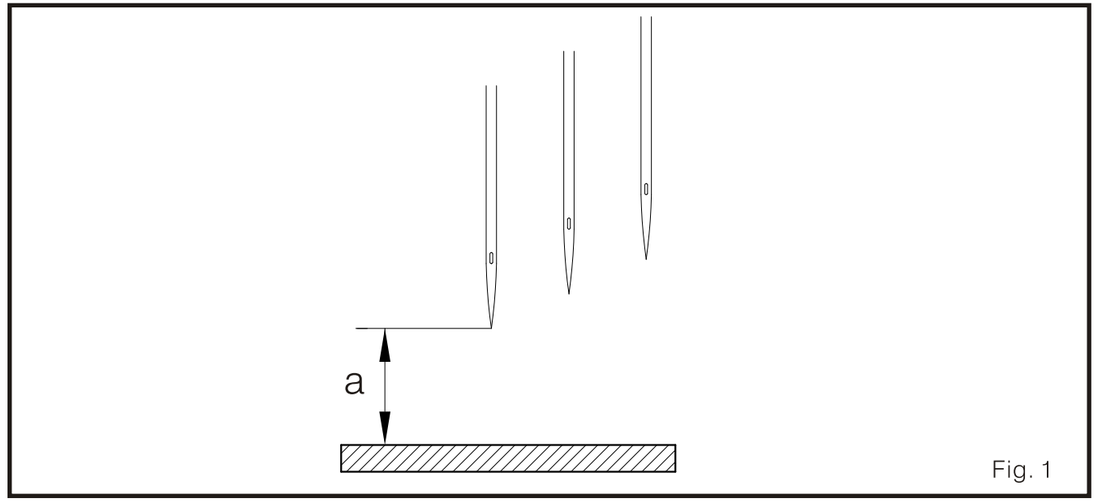

Fig. 1
1. Cuando la barra aguja se mueve a punto mas alto, el espacio estándar (a) entre la aguja izquierda y la placaa aguja es como se muestra en la tabla 1. (Fig. 1)